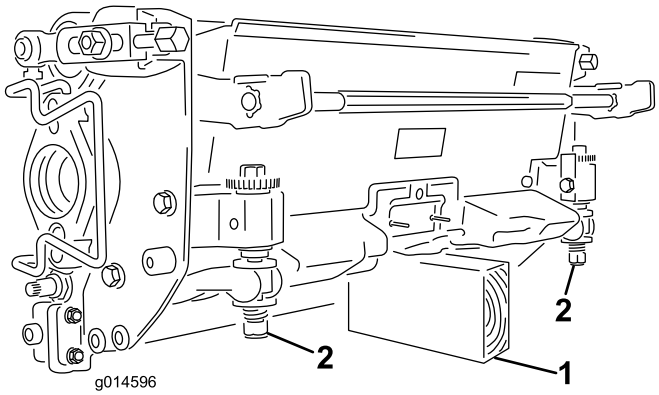

**Figur 9**
**Vigtigt: Når det er nødvendigt at vippe klippeenheden, så bundkniven/knivcylinderen kommer til syne, skal det bageste af klippeenheden understøttes for at sikre, at møtrikkerne på den bageste del af bundtværstangens justeringsskruer ikke hviler på arbejdsfladen (Figur 9).**